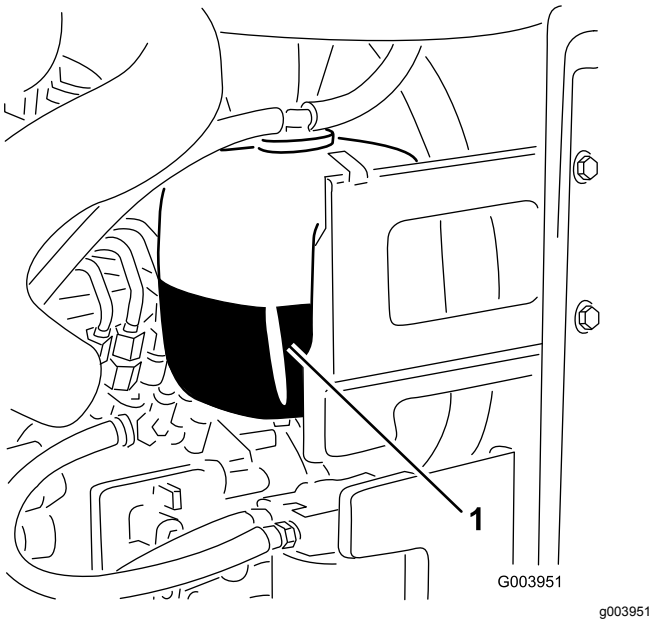

Figur 59
1. Kontroller kølevæskestanden i ekspansionsbeholderen (Figur 59).